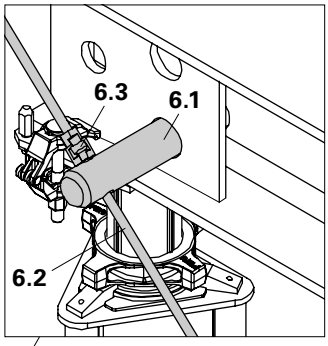

Fig. A3.06a
2. Evenly tension using Wing Nut Counterplate or Cam Nut (6.3). (Fig. A3.06a)